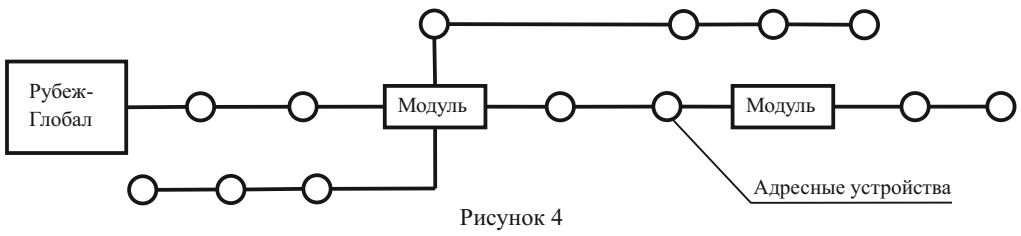

Рисунок 4
5.7 Применение модуля в радиальной АЛС прибора (рисунок 4) позволяет: